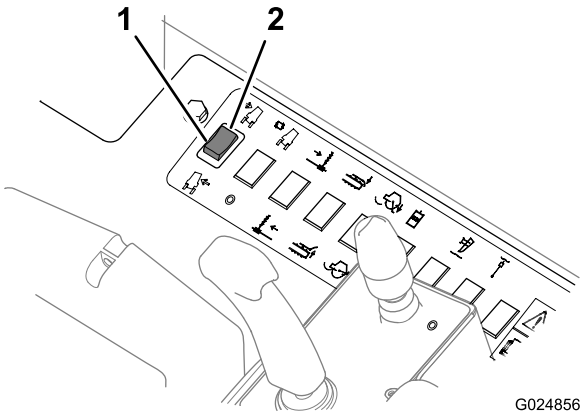

Рисунок 51
- Нажмите верхнюю часть этого переключателя вниз (Рисунок 51) для наклона машины вправо на наклонной поверхности.
- Нажмите нижнюю часть этого переключателя вниз (Рисунок 51) для наклона машины влево на наклонной поверхности.